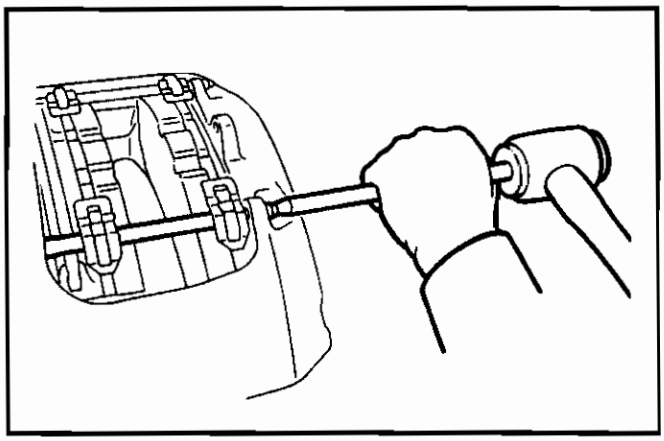

Figure 5.
6. Remove the pad retaining pin clips and carefully tap out the pad retaining pins with a hammer and suitable drift (Figure 5).